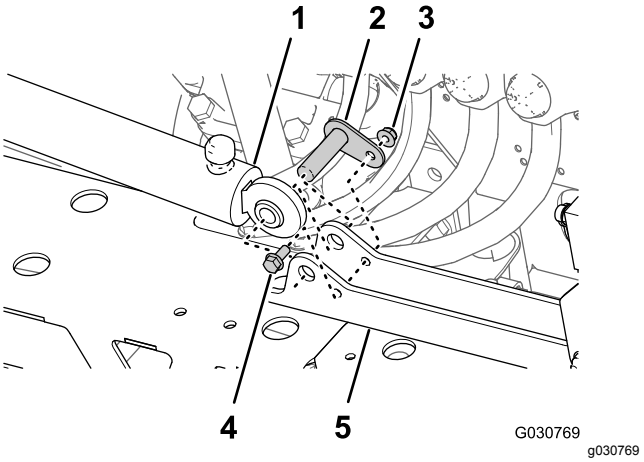

Figur 128
1. Innrett den faste enden av løftesylinderen som du fjernet i trinn 4 av Fjerne løftesylinderne (side 35), med hullet på 16 mm i sylinderfestet (Figur 128).
2. Monter sylinderen til sylinderfestet med svingbolten, flenshodebolten og flensmutteren (Figur 128).